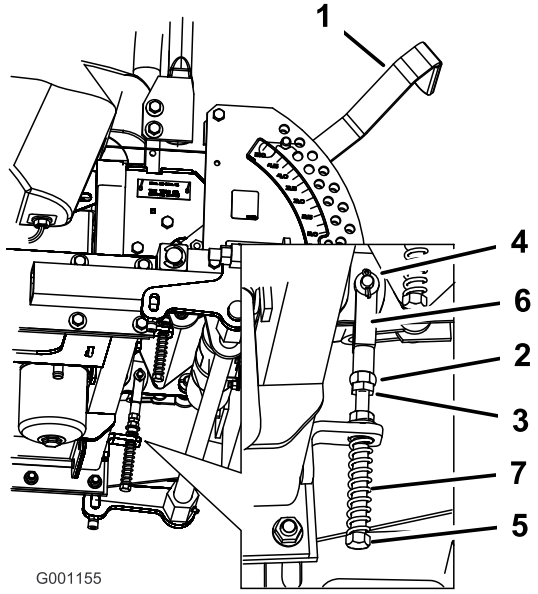

Figur 64
8. Lossa muttern och kontramuttern mot oket om justering krävs (Figur 64).
9. Dra rörelsereglaget något bakåt och vrid huvudet på justerskruven i rätt riktning tills rörelsereglaget är centrerat i det neutrala låsläget (Figur 64).
10. Dra åt muttern och kontramuttern (Figur 64).